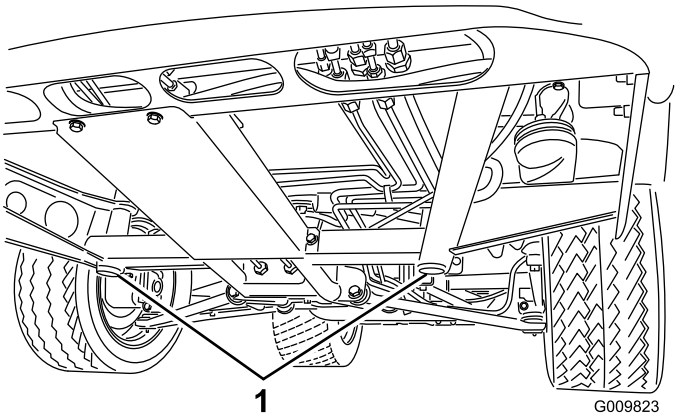
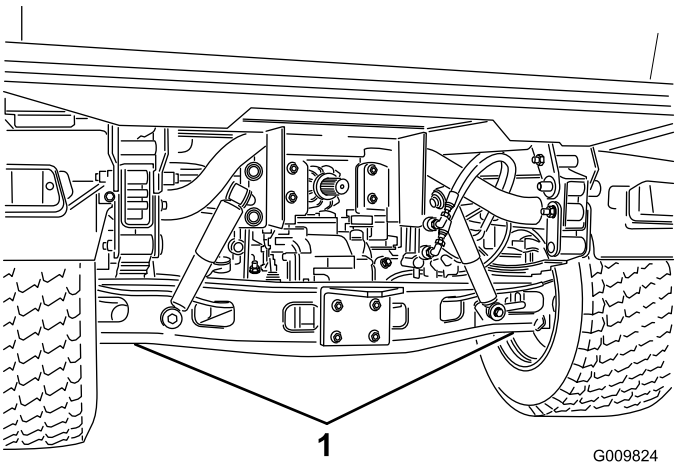

Figur 35
Figur 36
- Donkraftpunktet foran på køretøjet er under stelstøtten midt på (Figur 35) og bagpå under akslen (Figur 36).